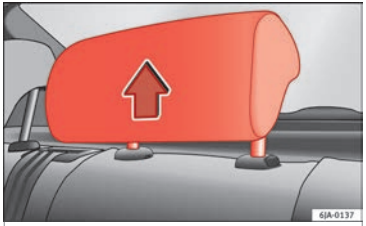

Fig. 5 Head restraints in the correct position.
– Three positions for **use** ››› Fig. 5. In these positions, the head restraints are used normally, and along with the rear seat belts, protect passengers in the rear seats.